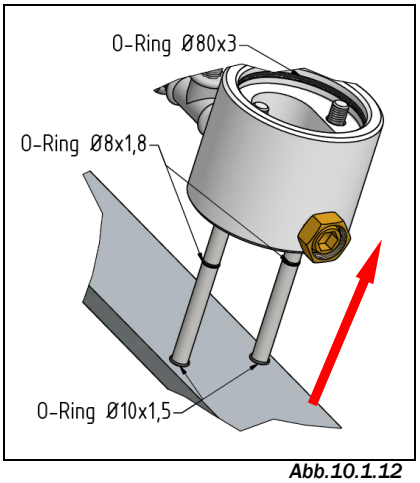

Abb.10.1.12
12. ***(Abb.10.1.12)*** Das Ventilgehäuse